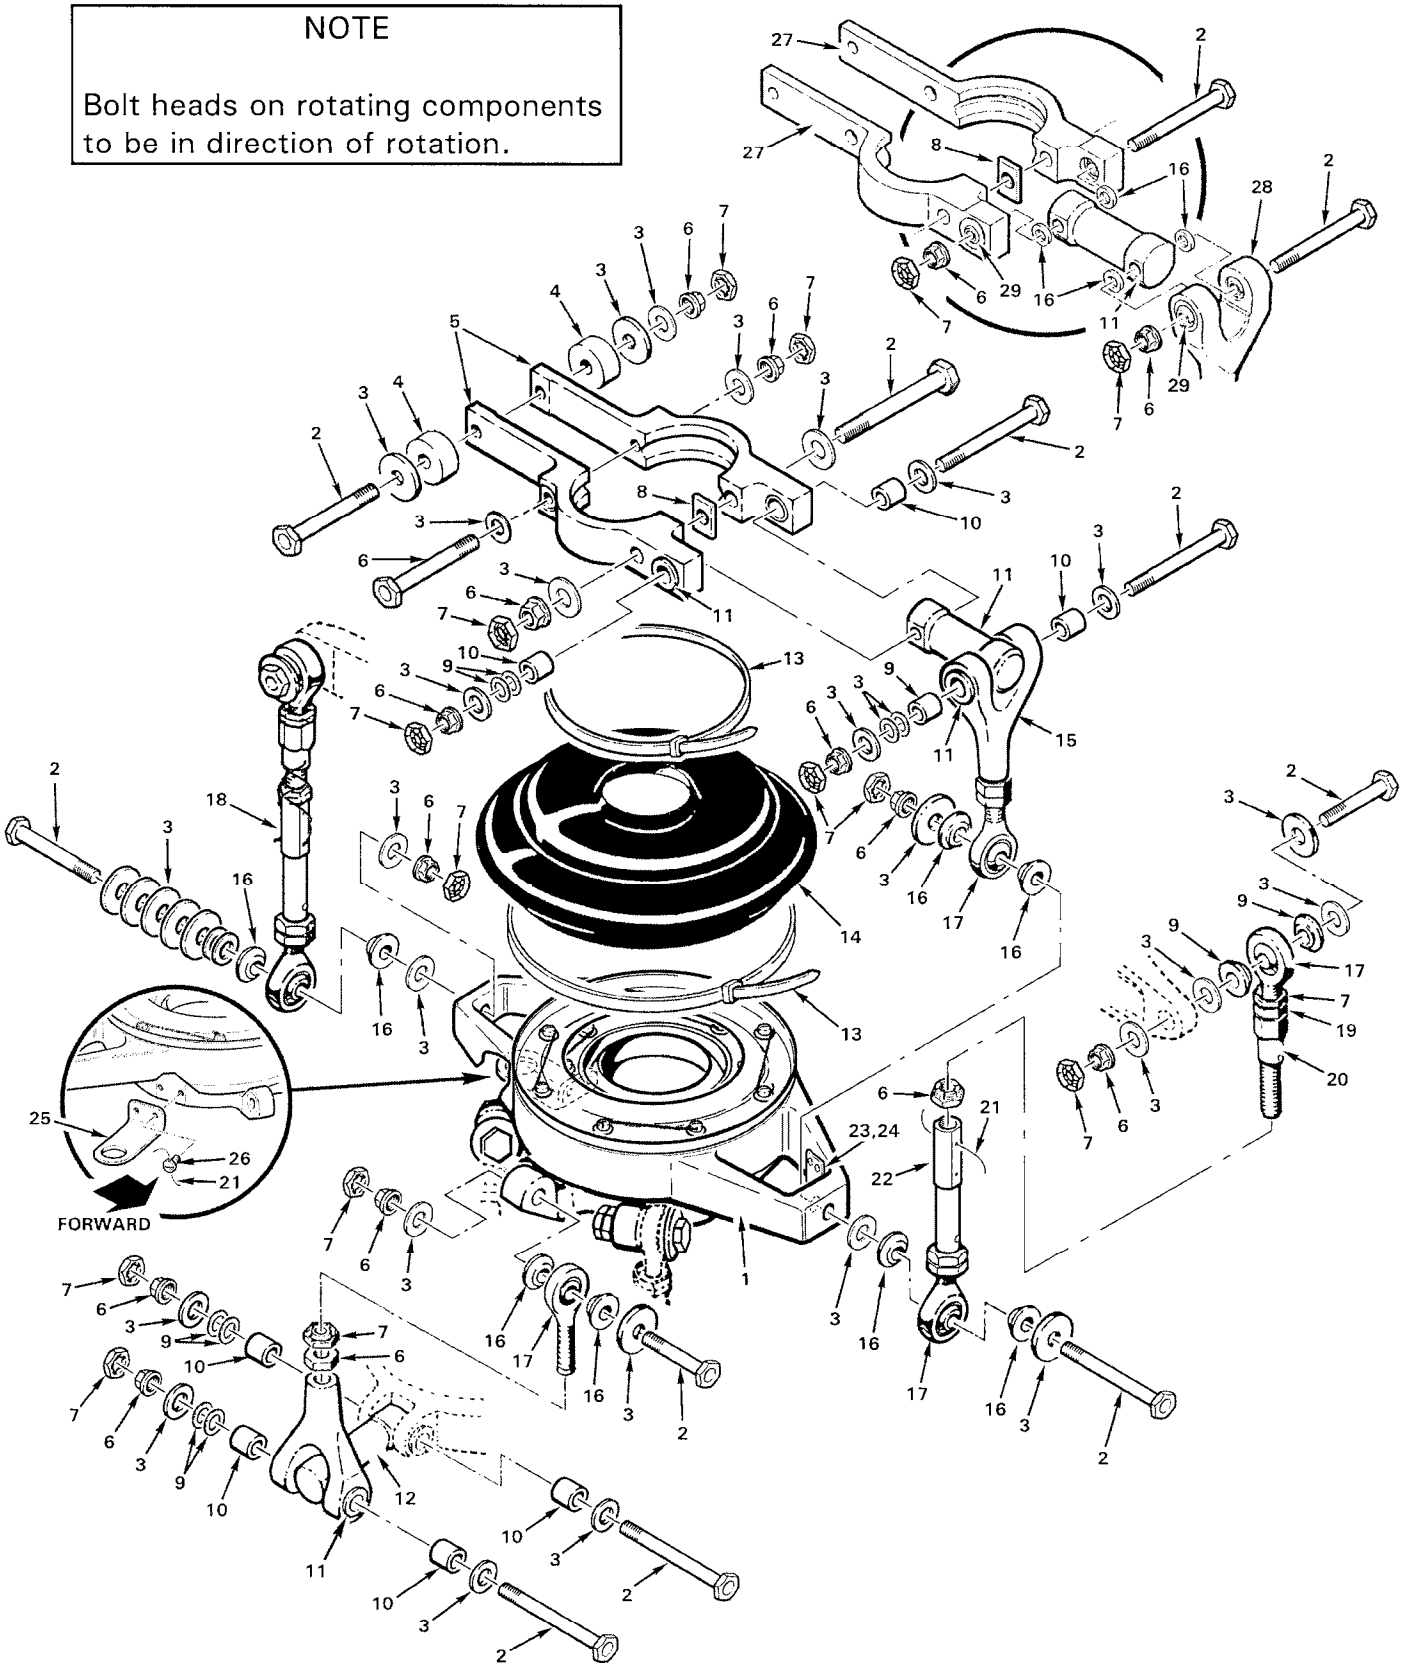

FIGURE 8-10 SWASHPLATE INSTALLATION
8.412 Swashplate Installation (see Figure 8-10)